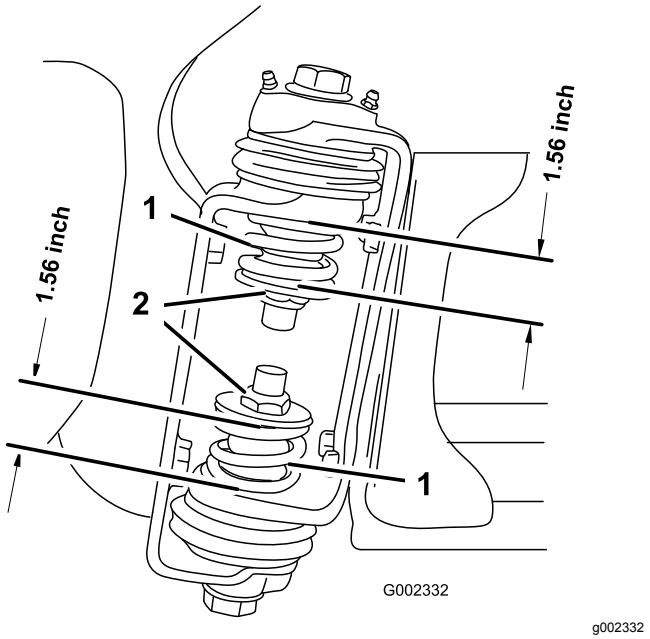

図 3
3. ブームが開いた状態で、ブーム蝶番の部分で上部スプリングと下部スプリングの圧縮状態の長さを測定する(図 3)。